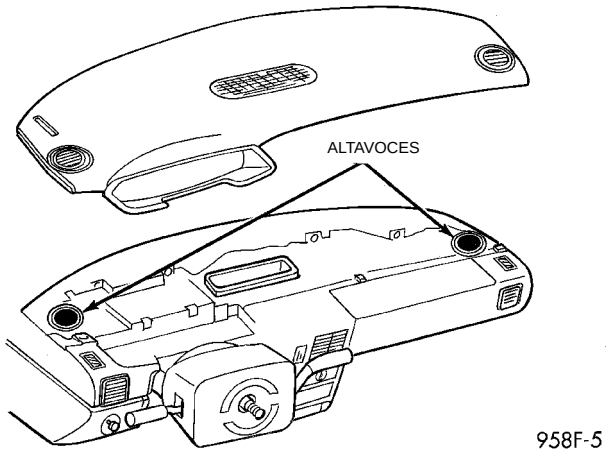

Fig. 8 Altavoces del tablero de instrumentos
(1) Retire la cubierta superior del tablero y el marco de los instrumentos del tablero. (Fig. 8). Consulte el Grupo 8E, Tablero de instrumentos y sistemas donde hallará los procedimientos de desmontaje.
(2) Retire los tornillos de retención del altavoz.
(3) Retire el altavoz y desconecte el conector del cable.